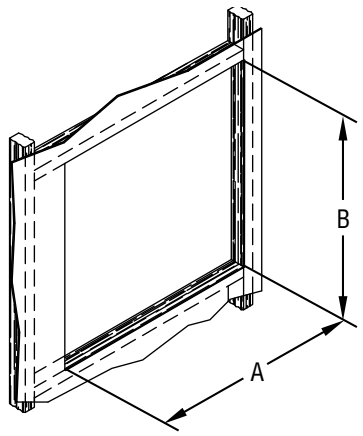

Figure 37
2. Locate the area where the chimney section is to penetrate the vertical wall studs. Cut and frame an opening so that the flue is centered between the vertical wall studs. Frame opening per ***Figure 37*** and ***Table 4***.